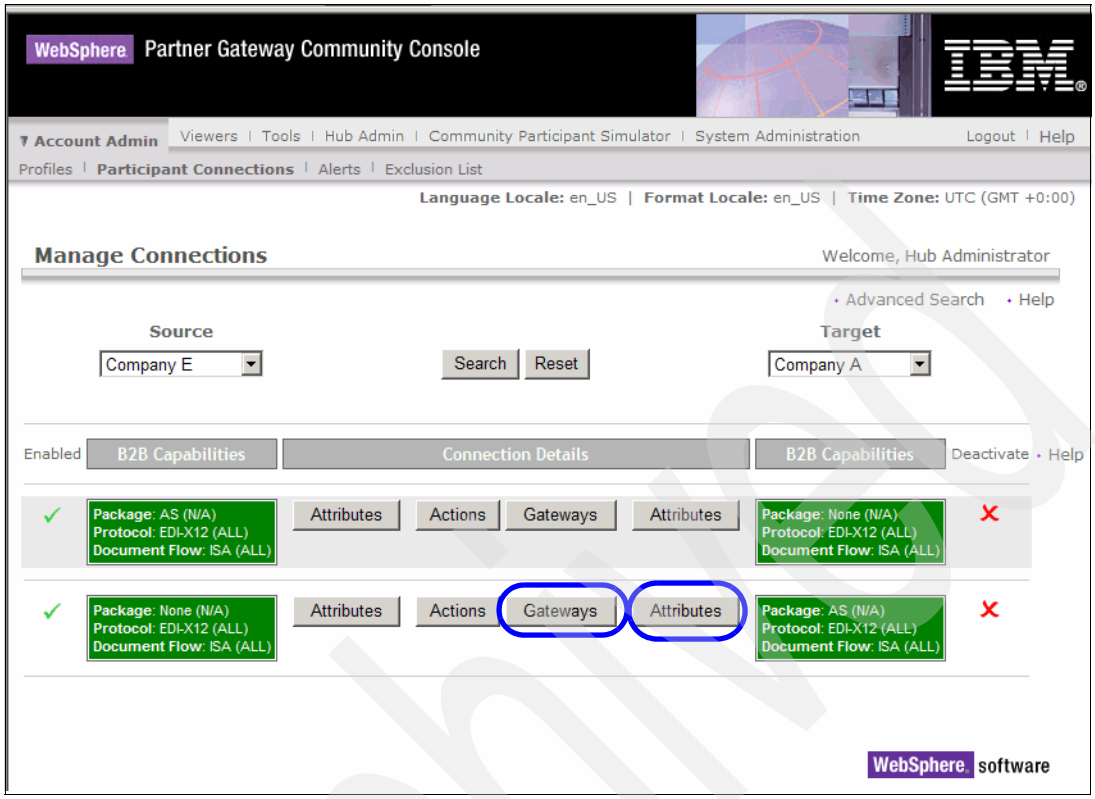

Figure 7-40 Connection details
5. When the connections are activated, more options are shown (Figure 7-40 on page 184). Click **Gateways** to select the correct gateway for this connection.
Click **Attributes** next to the AS2 package for the target partner (Figure 7-40 on page 184). This allows you to set a number of AS2-related parameters.